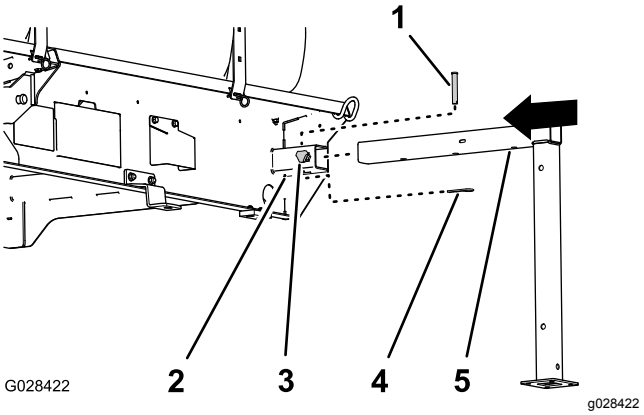

Figur 105
1. Ret den forreste donkraft ind efter donkraftens modtager foran på tanken (Figur 105).
2. Sæt donkraften i modtageren, indtil det midterste hul i det vandrette donkraftrør er på linje med hullet øverst på modtageren (Figur 105).
4. Skru et låsegreb på modtageren, og stram grebet ved håndkraft (Figur 105).